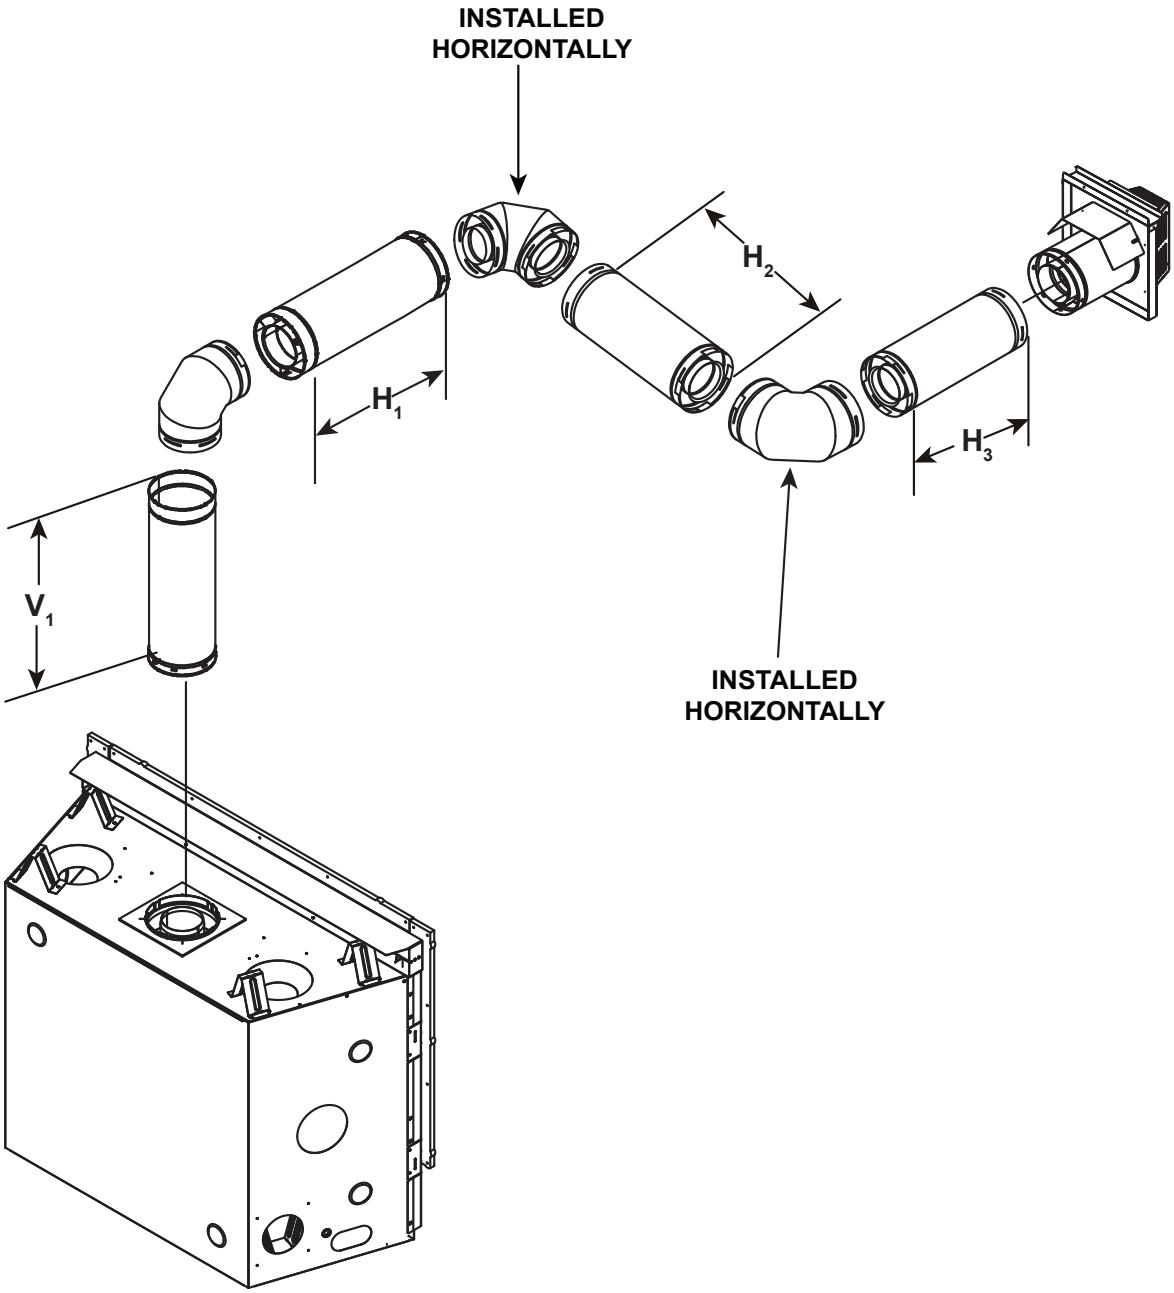

Figure 4.15
- A maximum of four 90º elbows (or eight 45º elbows) may be used in any vent configuration. Some elbows may be installed horizontally. See Figure 4.15.